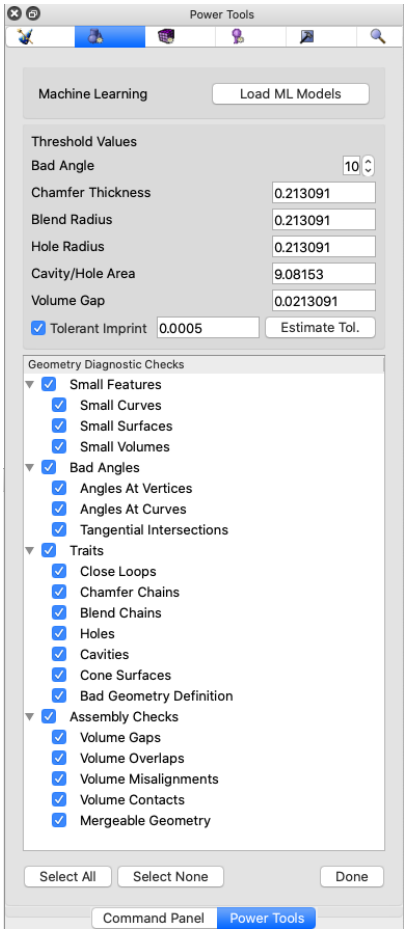

**Figure 2. Geometry power tools options panel**
3. **Select diagnostics to perform:** Selecting the **Options...** button will display a list of available diagnostics grouped by category, as shown in Figure 2. By default all diagnostics are selected. Some diagnostics may not apply to specific geometry, or may only need to be run once per geometry. To avoid long analysis times, select only diagnostics that are relevant for your current problem scope. Clicking on the box by each test will select or deselect it. Categories of diagnostics may also be selected or deselected in a similar manner. All diagnostics may be selected or deseleted using the **Select All** and **Select None** buttons at the bottom of the panel. Threshold values used for some of the diagnostics can also be entered, including bad angle, chamfer thickness, blend or hole radius, cavity area and volume gap thresholds. Details on each of the diagnostics are described below. Select the **Done** button to return to the main Geometry power tool panel.